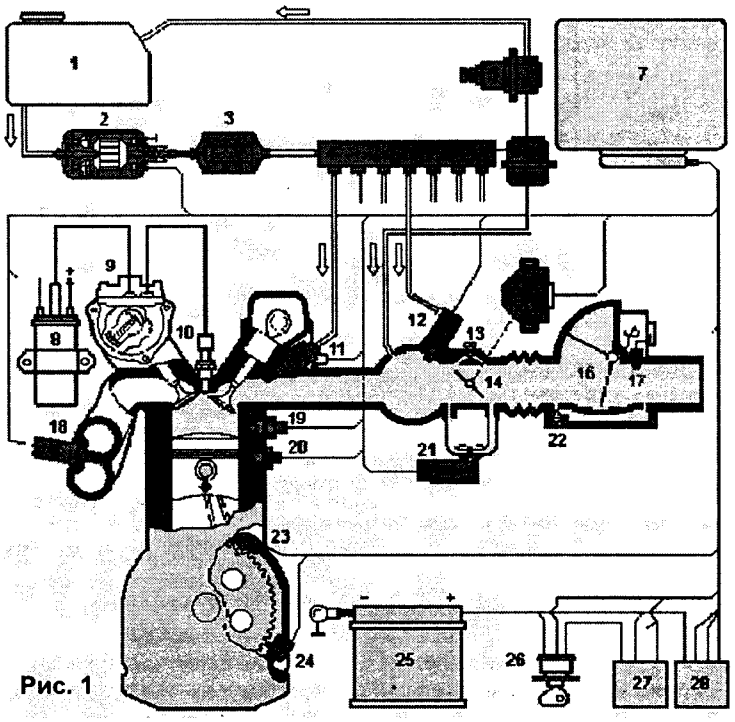

Рис. 1
На **рис.1** показана функциональная схема системы зажигания. Она работает следующим образом. Топливный насос (2) через фильтр тонкой очистки (3) под давлением подает топливо к аккумулятору-распределителю топлива (4) и далее — к форсункам (11 и 12). На конце аккумулятора-распределителя установлен механический регулятор давления топлива в системе (6), который обеспечивает оптимальное давление топлива, включая зависимость от разрежения во впускном тракте двигателя. При превышении необходимого в конкретный момент давления топлива в системе регулятор давления через топливный демпфер (5) возвращает излишки топлива обратно в топливный бак. За счет постоянного давления и рециркуляции топлива в системе исключается возможность образования паров топлива. Установленные на впускном коллекторе в непосредственной близости к впускным клапанам форсунки (11) обеспечивают хорошее смесеобразование. Управляются они посредством ЭУУ по вложенным алгоритмам. Чем дольше открыта форсунка, тем больше обогащается топливная смесь. Время открытия форсунок ЭУУ вычисляет в зависимости от выходных сигналов датчиков. Учитываются температура двигателя, количество всасываемого воздуха и его температура, положение дроссельной заслонки, обороты двигателя.
2. Клапан вентиляции топливной системы (связан с отводом паров из топливной системы в абсорбер) (на рис.1 не показан)